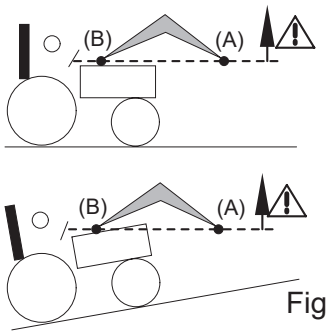
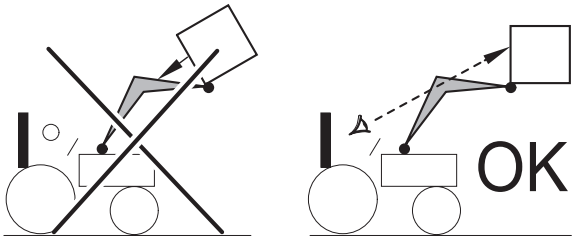

Fig. 2
Fig. 3
— Verlies tijdens het heffen en het verplaatsen de lading niet uit het oog vanaf het moment waarop het scharnierpunt van het werktuig (A) niet langer in het horizontaal verlengde van het scharnierpunt van de frontlader (B) ligt (zie Afb. 2). Corrigeer indien nodig de positie van het werktuig zodat de lading nooit naar de bestuurder gericht wordt (zie Afb. 3).
GEVAAR: als de lading niet goed vastgezet is, loopt de operator gevaar dat de lading valt wanneer het scharnierpunt van het werktuig (A) niet langer in het horizontaal verlengde van het scharnierpunt van de frontlader (B) ligt (zie afb. 2).
GEVAAR: het is verboden de frontlader te kiepen wanneer het scharnierpunt van het werktuig (A) niet langer in het horizontaal verlengde van het scharnierpunt van de frontlader (B) ligt (zie afb. 2).